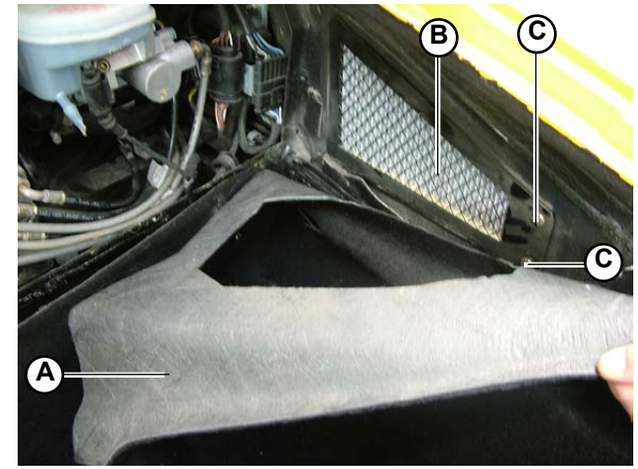

Fig.7
2. Detach enough upholstery (**A-Fig.7**) to access the grid (**B-Fig.7**).
3. Unscrew the 2 screws (**C-Fig.7**) securing the grid.